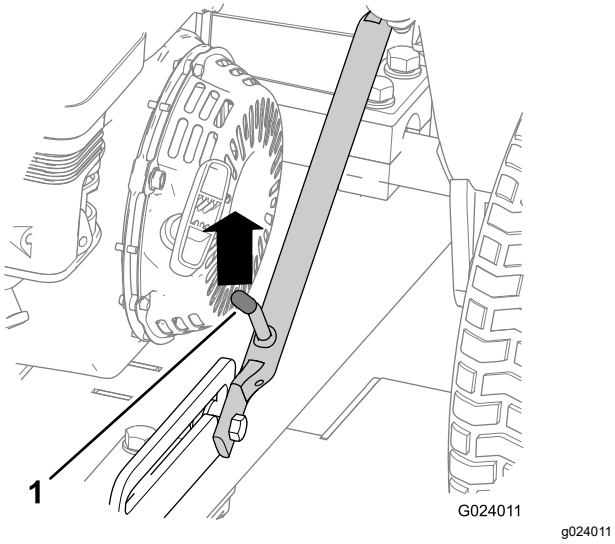
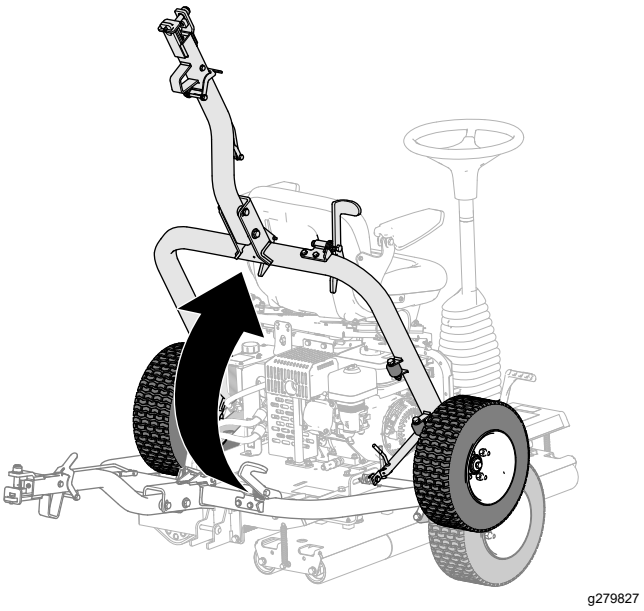

Figur 18
Figur 23
1. Tryck dragkroksenheten uppåt tills låsspaken har låsts upp från reglagets spärrläge (Figur 18).
5. Lyft upp dragkroken (Figur 23) tills låsspaken låses fast i reglagets spärrläge (Figur 18).